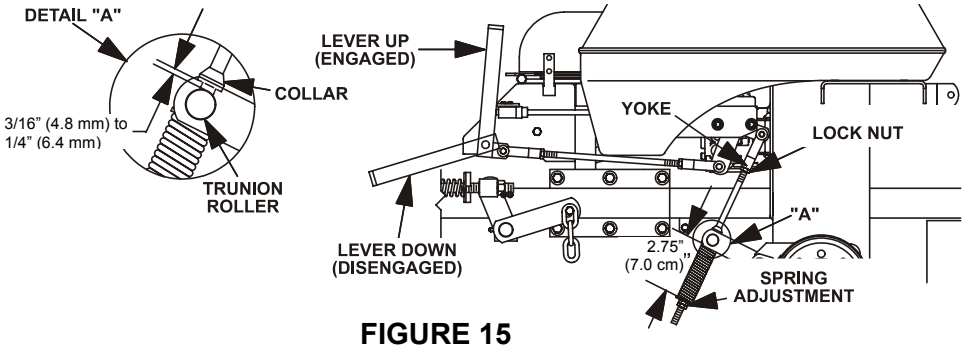

FIGURE 15
b) Measure the length of the spring. Measurement should be 2.75” (7.0 cm) between washers (see Figure 15).
c) Measure the distance between the trunion roller and the rod collar. Measurement should be 3/16” (4.8 mm) to 1/4” (6.4 mm). See Figure 15.
d) If adjustment is necessary, loosen the nut directly below the yoke. Turn the bottom nut (below washer) until the correct measurement is obtained (See Figure 15) turn nut clockwise to lengthen the gap (screws rod into yoke) and turn counter-clockwise to shorten the gap (screws rod out of yoke). Tighten nut against yoke and check opposite side of unit, repeat if necessary.